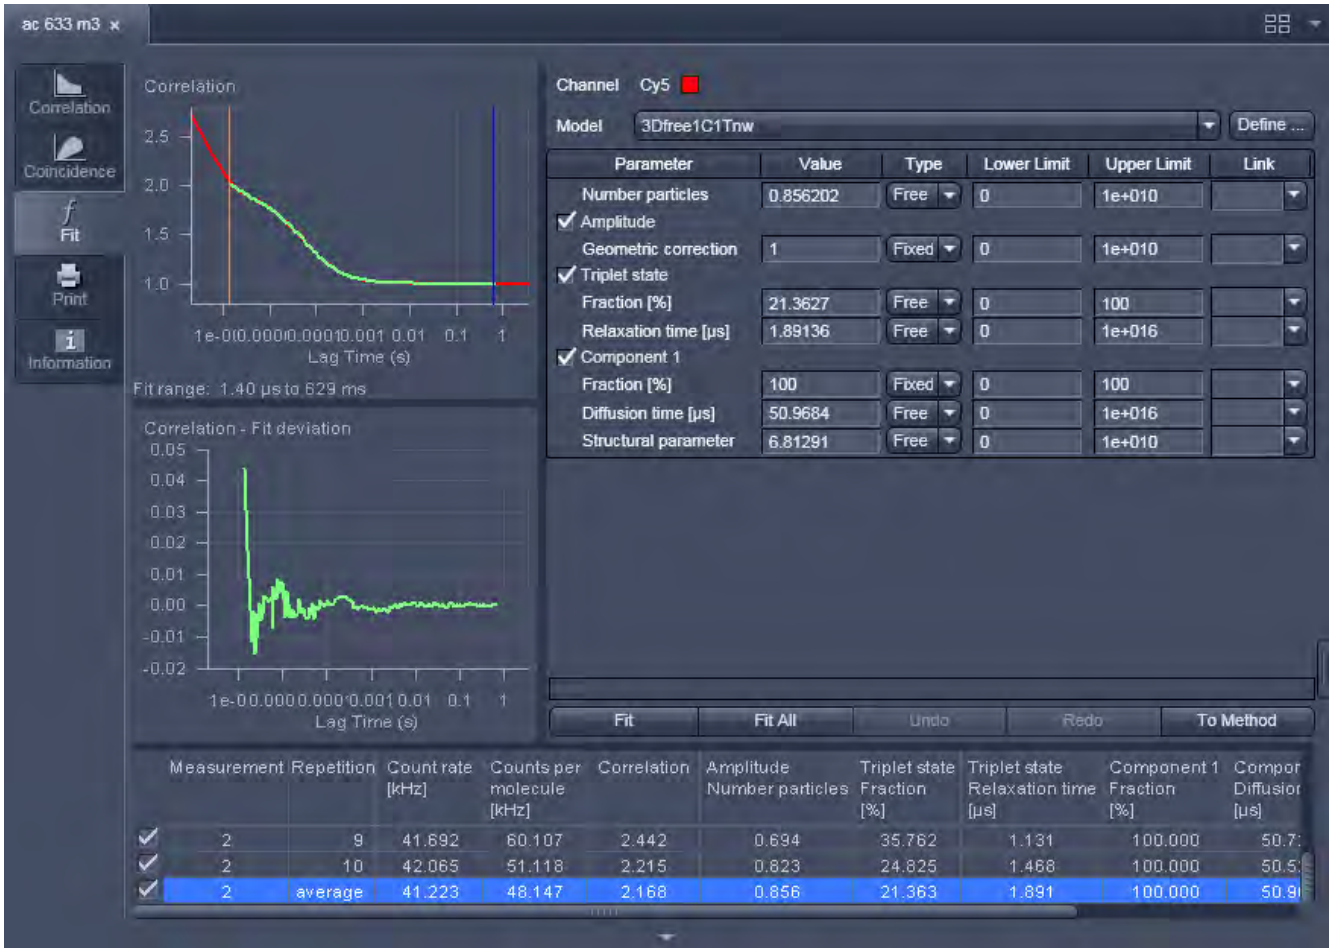

Fig. 375 Fit diagram panel for correlation analysis
- Click on the **Fit** tab to activate the **Fit** display mode (Fig. 375).
For fitting to a correlation model the upper graph (Fig. 375) shows the **Correlation G(τ) Fit diagram** (correlation plotted versus the correlation time) with the overlaid fit graph. It also displays the fit range defined by the red (start value) and the blue (end value) bars. The lower **Fit deviation** curve depicts the fit residuals. If an experiment is loaded for which no fit has been conducted yet, only the measured **Correlation G(τ)** curve is shown and no overlaid fit curve. **The Fit deviation** diagram will be empty.